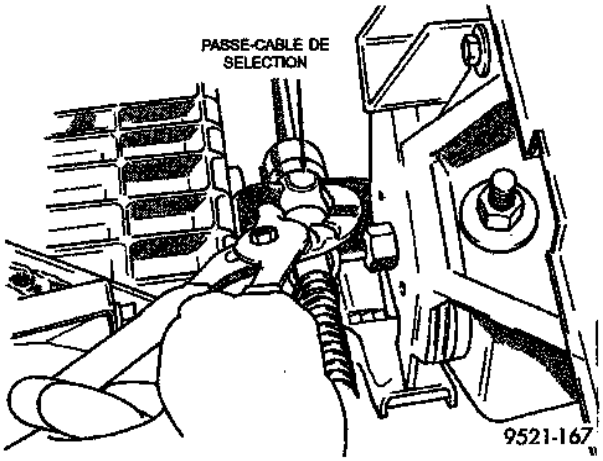
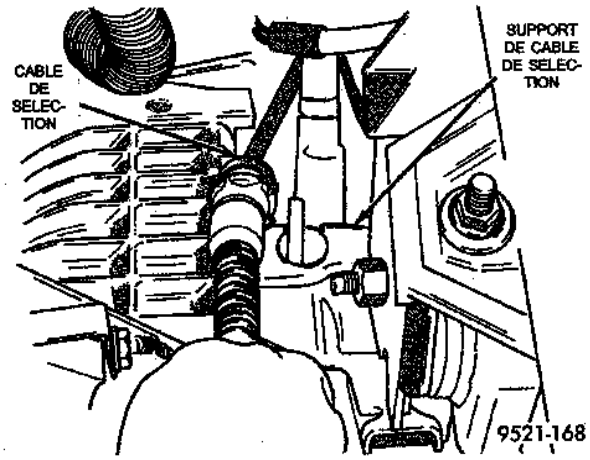

Fig. 37 Agrafes de passe-câble
Fig. 38 Dépose du câble du support
(3) Pincer les agrafes de passe-câble et déposer le câble au support de la boîte-pont (Fig. 37) (Fig. 38).
(4) Déposer du support du tube de jauge le connecteur à 16 voies de câblage du moteur. Déposer l'écrou